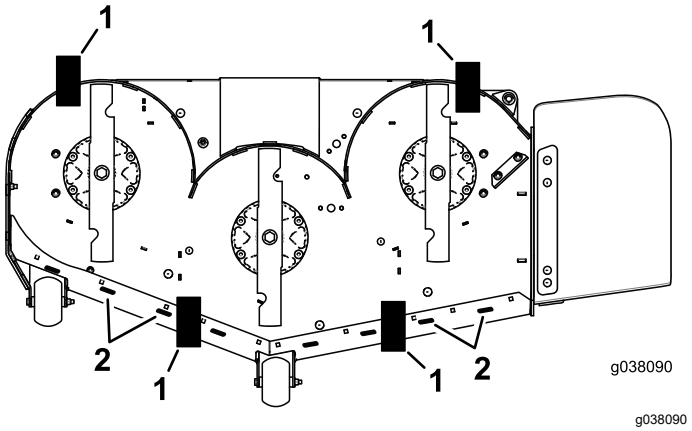

Figur 83
9. Anbring 2 blokke (se nedenstående tabel) under bagkanten af klippeskjoldet – én på hver side af klippeskjoldet (Figur 83).